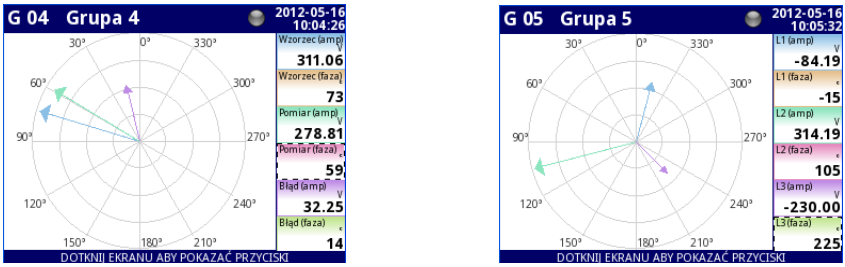

*Rys. 6.12 Przykład **Wykresów wskazowych***
- wykresy wskazowe **Rys. 6.12**